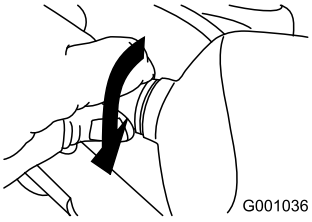

Rysunek 57
5. Przekręć podstawę żarówki do oporu w prawo (Rysunek 57).